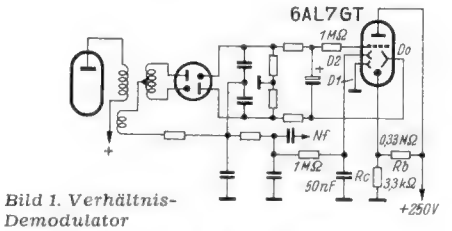
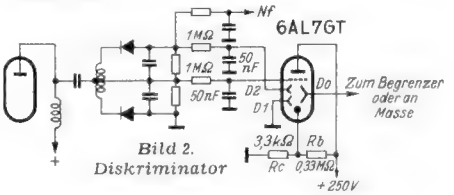

Bild 1. Verhältnis-Demodulator
Bild 2. Diskriminator
H. B. Karplus gibt die hier wiedergegebenen beiden Schaltungen an, mit denen eine wirklich befriedigende Abstimmanzeige bei Anschaltung an FM-Demodulatoren möglich ist. Beiden gemeinsam ist, daß die Abstimmanzeigeröhre normalerweise fast gesperrt ist und durch eine positive Spannung, die aus der Demodulatorschaltung gewonnen und mehr oder weniger geöffnet wird. **Bild 1** zeigt ein Beispiel für einen Verhältnis-Demodulator (Ratiodetektor). Der Serienwiderstand am Gitter der 6 AL 7 GT (1 MΩ) verhindert ein zu starkes Anwachsen des Anodenstroms bei starken Signalen. Die Diskriminatorschaltung nach **Bild 2** wird zweckmäßig mit Kristalldioden aufgebaut, um Schwierigkeiten durch Faden-Katoden-Kapazitäten zu vermeiden. In beiden Schaltungen kann der Spannungsteiler Rb/Rc durch einen Katodenwiderstand von rund 20 kΩ ersetzt werden, dessen genauer Wert sich nach der benutzten Anodenspannung richtet. In diesem Fall ergibt sich keine vollkommene Nullanzeige bei fehlendem Sender, während bei schwachen Sendern wegen der Gegenkopplungswirkung des Katodenwiderstandes die Verstärkung geringer ist.